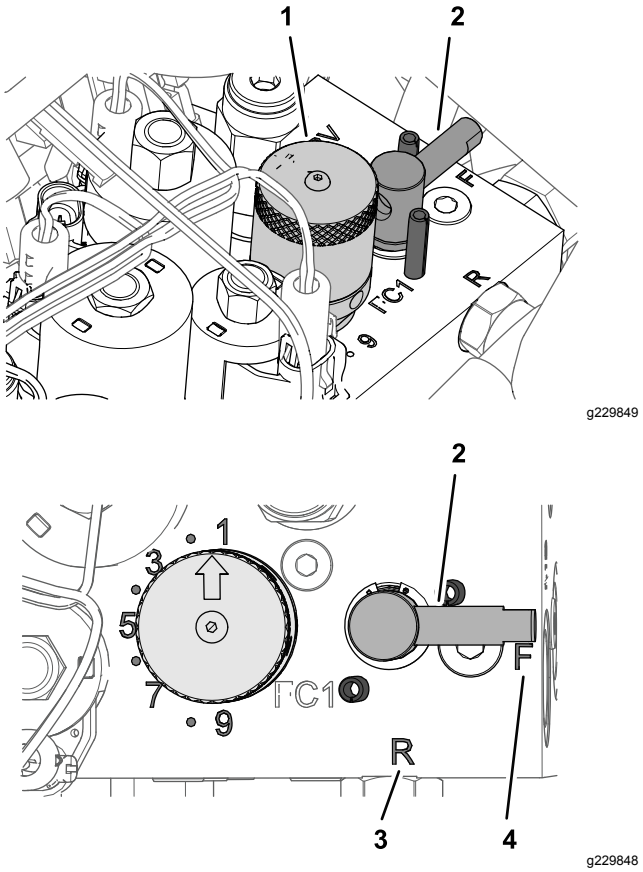

**Figur 55**
4. Vrid slipningsspaken till läge R (Figur 55).
5. Vrid cylinderhastighetsratten till inställning 1 (Figur 55).